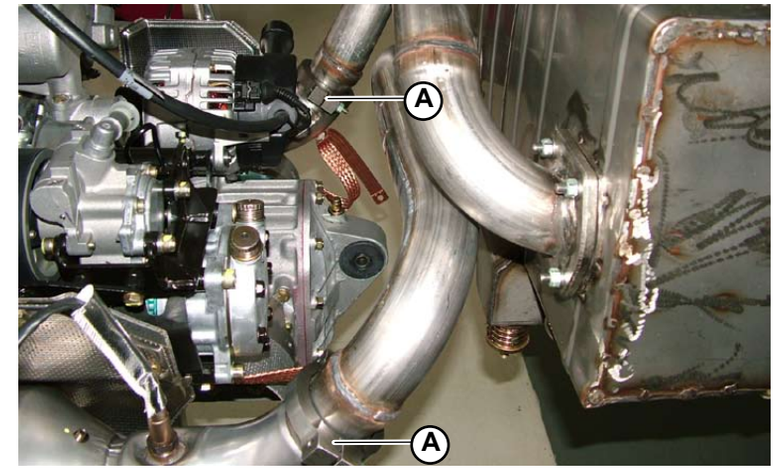

Fig.4
1. Connect the silencer to the catalytic converters using the pipes and clamps (**A-Fig.4**).